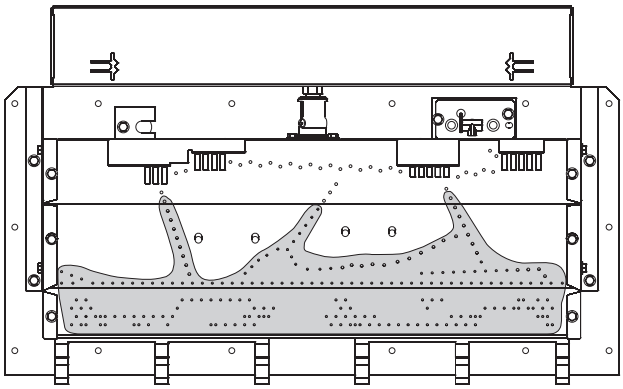

**Figure 63**
The positioning of logs is critical to safe and clean operation of this fireplace. Sooting and other problems may result if the logs are not properly and firmly positioned in the fireplace. Please refer to **Figures 63 through 66** and corresponding WARNING, when completing the following log placement steps.
17. After all logs are properly positioned, place small "dime" size pieces of Rockwool lightly across the front round "blueflame" ports. Place the ember material (Rockwool pieces) side by side. Do not stack more than one layer of embers across the burner ports. **See Figure 63.**